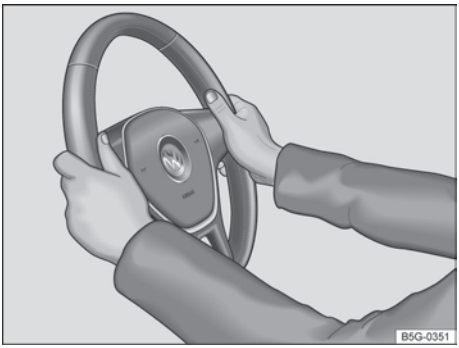

Fig. 64 No volante: posição 9 e 3 horas.
– Ajustar a posição do volante de forma que possa segurá-lo lateralmente pela borda externa *nas posições de 9h e 3h* → Fig. 64 com ambas as mãos e os braços ligeiramente dobrados.
- Empurrar a alavanca ① sempre pelo manípulo com firmeza para cima após o ajuste, para travar a posição do volante.
- Durante a condução, sempre segurar o volante com ambas as mãos lateralmente na borda externa *nas posições de 9h e 3h* → Fig. 64, para reduzir ferimentos causados por um acionamento do airbag frontal do condutor.